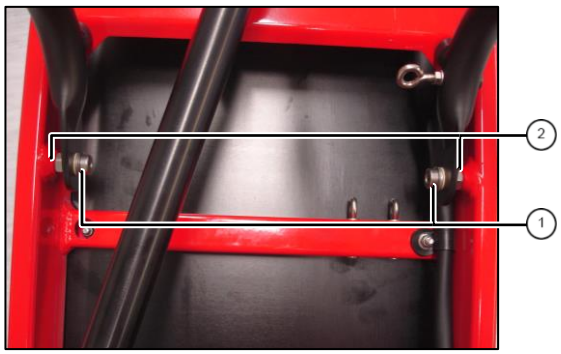

fig. 4: Mounting kickstand
1. Insert bolts ① into frame and tighten nuts ② against frame (fig. 4).